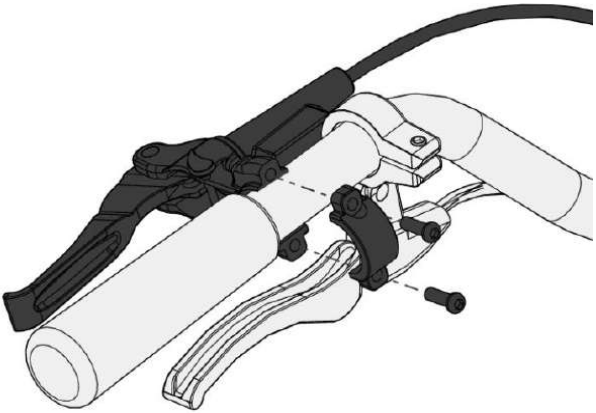

Abbildung 43 - AddBike+-Bremsgriff am Lenker des Ausgangsfahrrads
- Schrauben Sie die bewegliche Bremshebelbefestigung des AddBike+ mit einem Inbusschlüssel der Größe 4 ab (siehe Abbildung 43);